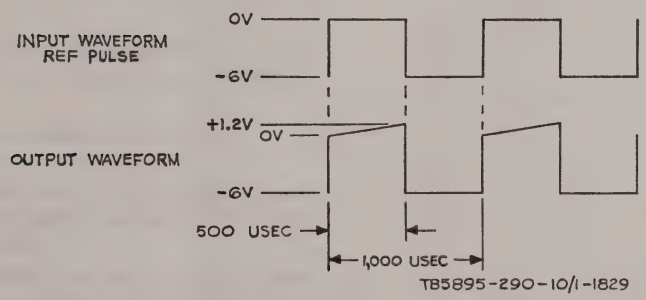

Figure 11. RHI video intensity/blanking pedestal generator card assembly 547875, waveform diagram.
o. Observe that the waveform at jack C corresponds with the output waveform shown on figure 11.
q. Observe that the waveform at jack $\overline{D}$ corresponds with the output waveform shown on figure 11.